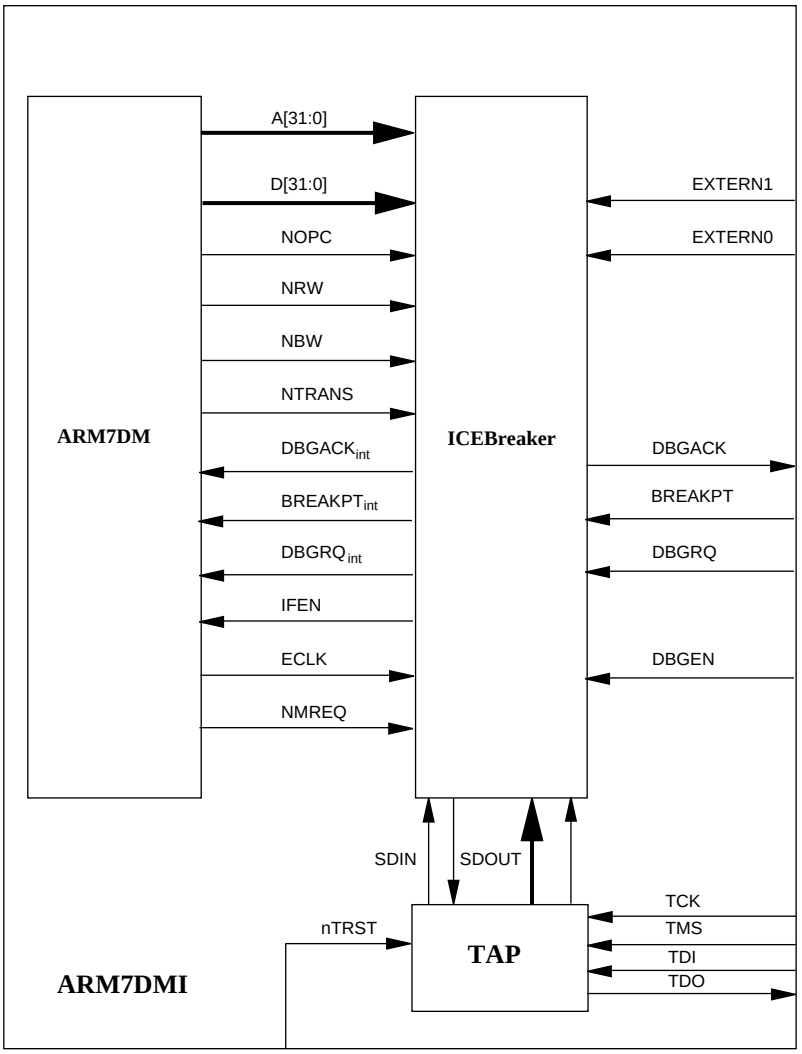

**Figure 49: ARM7DI Block Diagram**
*Figure 49: ARM7DI Block Diagram* shows the relationship between ARM7D, ICEbreaker and the TAP controller. Only those ARM7DI signals that are pertinent to ICEbreaker are shown.